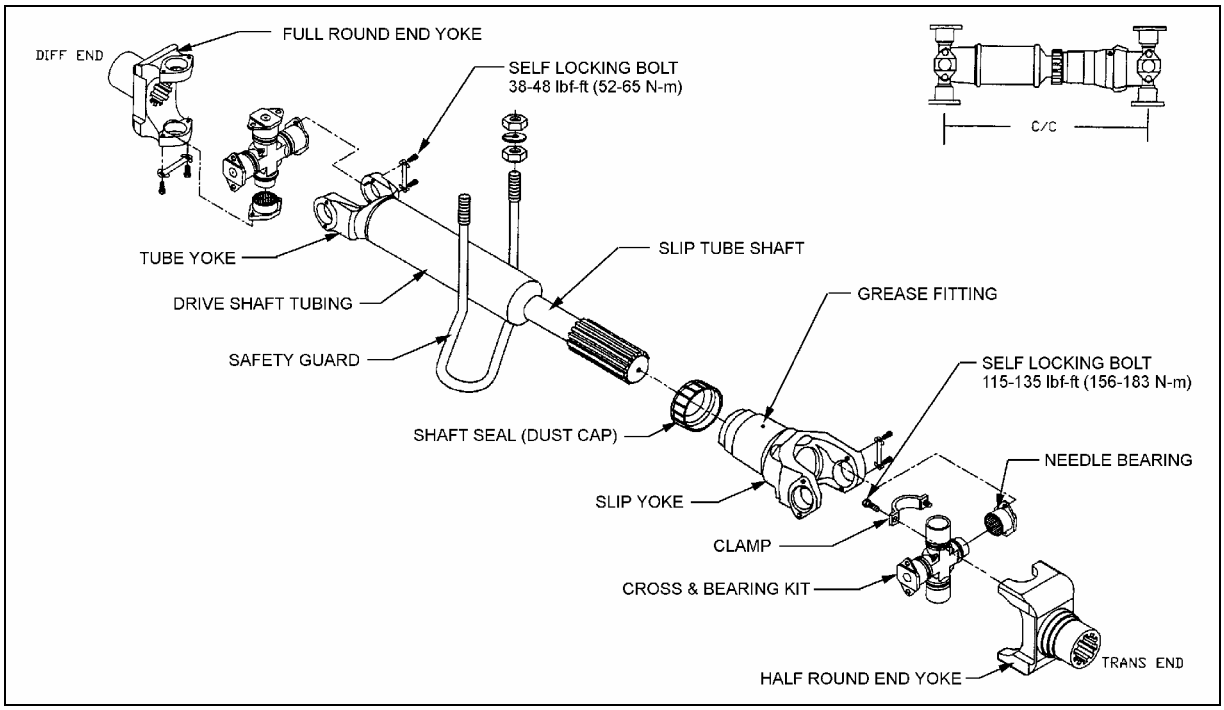

FIGURE 1: PROPELLER SHAFT ASSEMBLY 09002
- Screw bolts to the specified torque (Fig. 1).